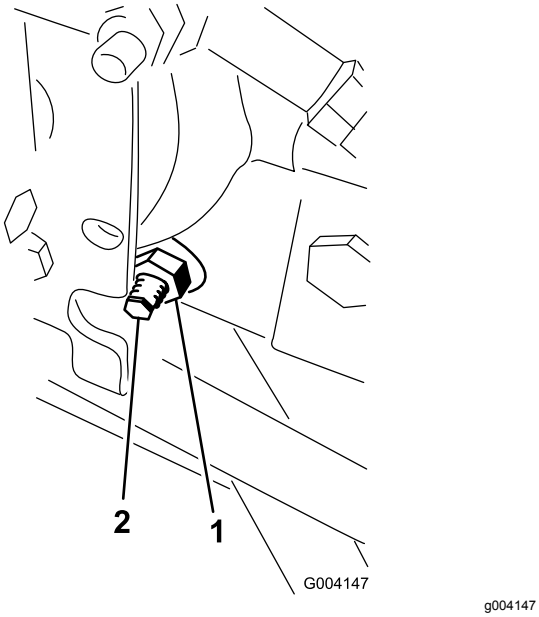

**Figur 92**
3. Løsn låsemøtrikken på traktionsjusteringsknasten til højre for hydrostaten (Figur 92).